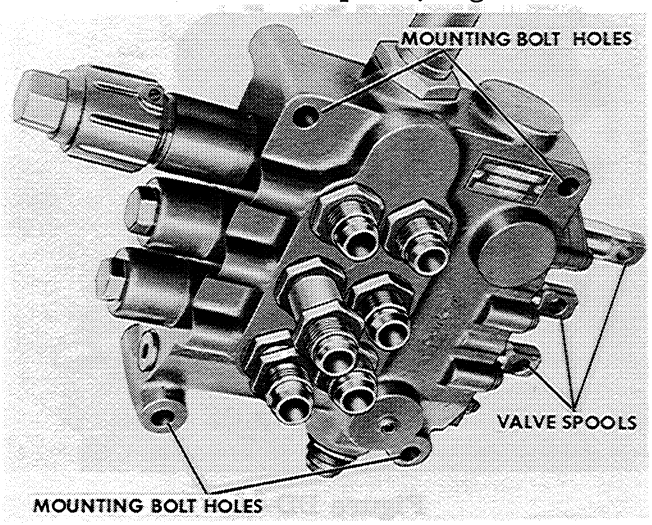

Figure DD-5
1. Install the control valve using the four mounting bolts. Connect the control levers to the valve spools, Figure DD-5